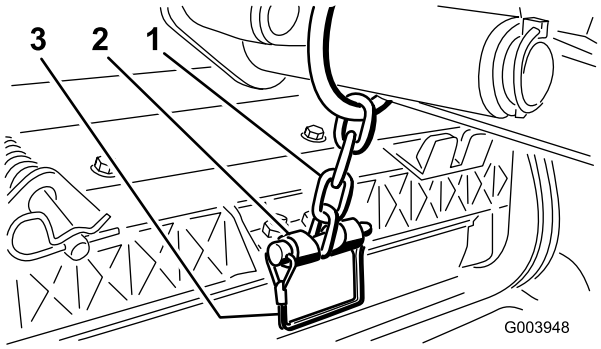

Figuur 13
12. Bevestig de ketting van de hefarm aan de kettingbeugel met de borgpen (Figuur 13). Gebruik het aantal kettingschakels volgens de instructies in de *Gebruikershandleiding* van het maaidek.